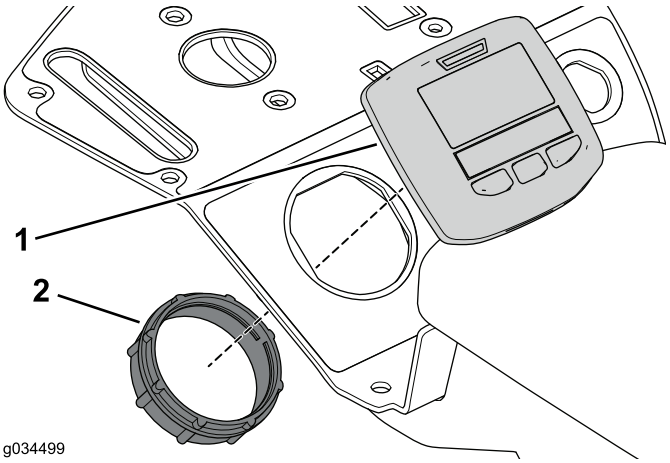

Figure 10
1. Retirez la bague de retenue pour déposer l'affichage de la console (Figure 10).